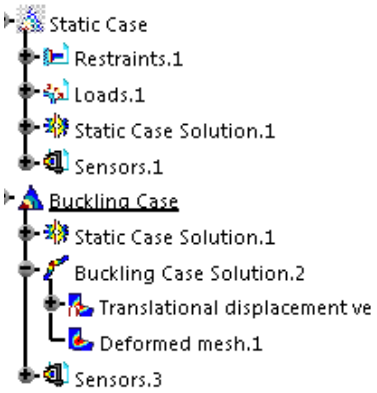
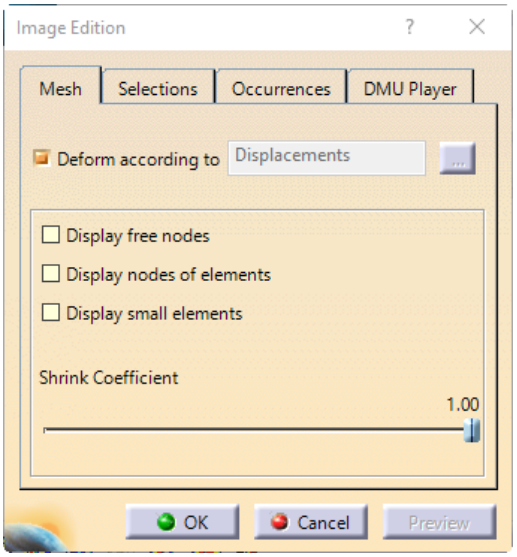

*Figure 19-134 The **Deformed mesh** sub-node*
*Figure 19-135 The **Image Edition** dialog box*
2. Double click on the **Deformed mesh** sub node, refer to Figure 19-134; the **Image Edition** dialog box gets displayed, as shown in Figure 19-135. Choose the **Occurrences** tab if not chosen by default.